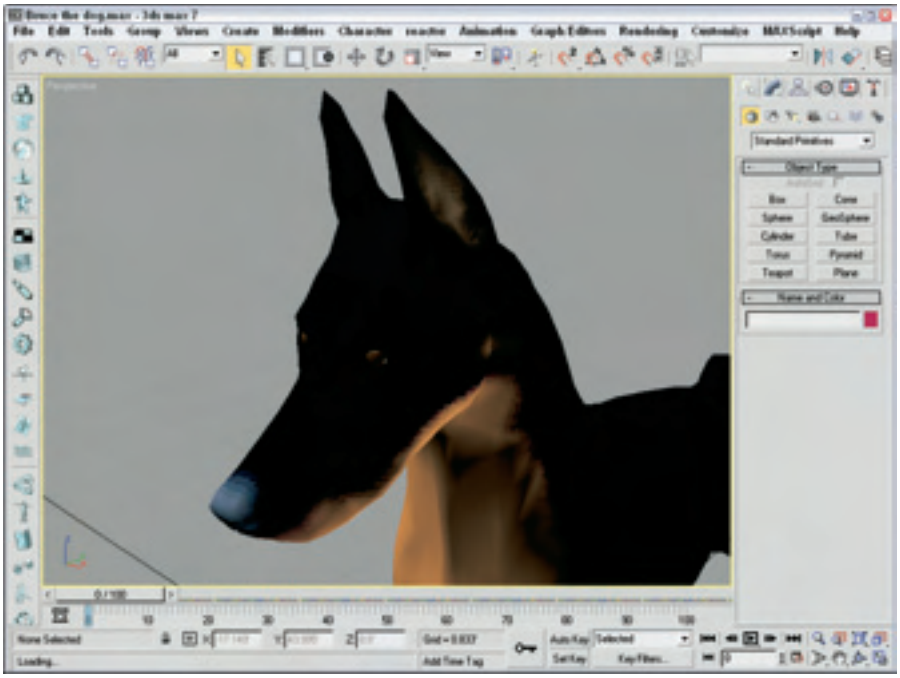

Figure 2-4: The Perspective viewport zoomed in on the dog's head using the Zoom and Pan controls
3. Click the Pan button (or press Ctrl+P), and drag the window until Bruce's head is centered in the viewport. Then click the Zoom button (or press Alt+Z), and drag in the Perspective viewport until Bruce's head fills the viewport, as shown in Figure 2-4.